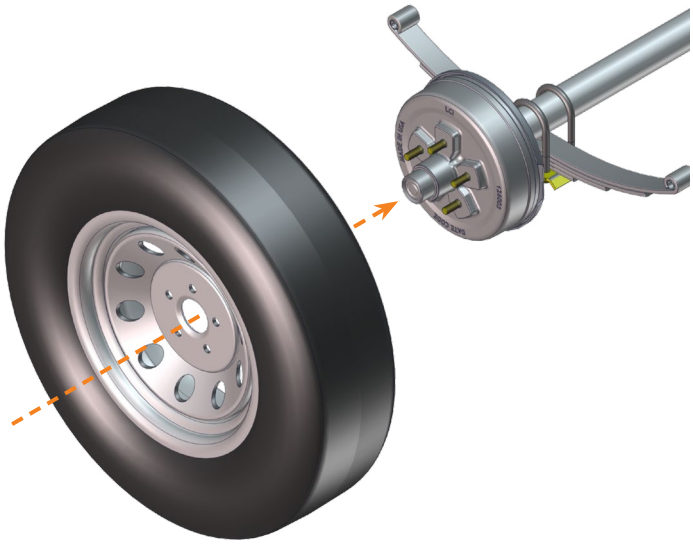

Fig.25
1. Reinstall the wheel onto the axle hub assembly **(Fig. 25)**. Continue to the "Wheels" section in this manual for wheel torque specifications.